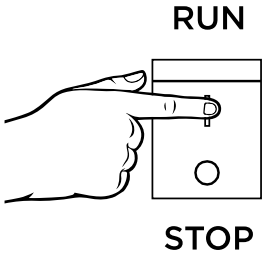

Figura 10 - Interruptor de control del motor - EJECUTAR
5. Presione el interruptor de control del motor en la posición RUN (consulte la Figura 10).
4. Presione el interruptor de control del motor en la posición RUN (consulte la Figura 10).